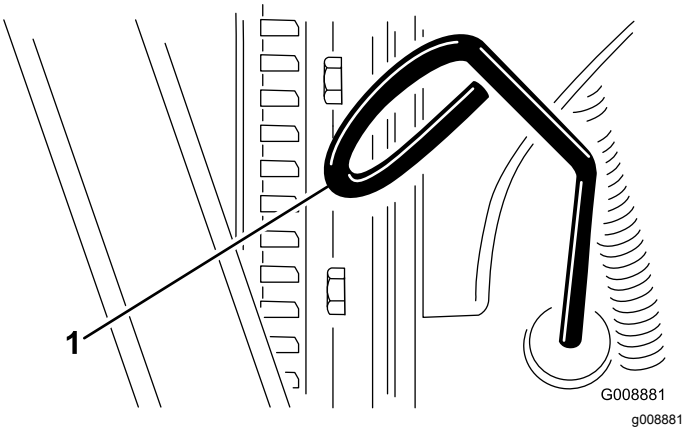

Figur 43
3. Ta ur oljestickan, torka av den och sätt tillbaka den (Figur 43).